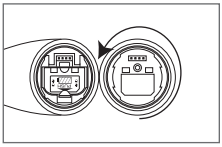

Figure 4
(5) Aim the connectors exactly for screwing on the microphone head clockwise. (Figure 4)
(6) The on/off switch is located on the bottom of the microphone